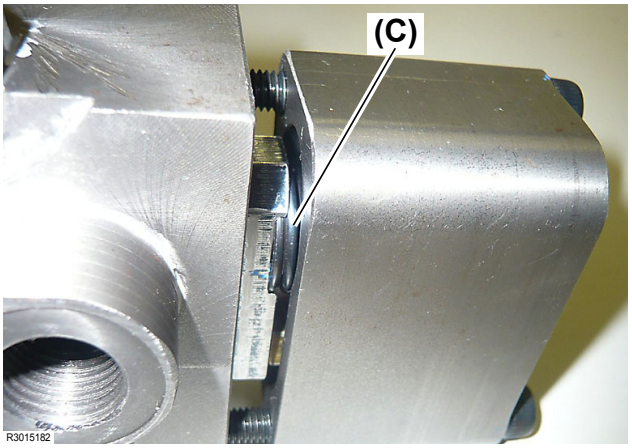

Fig. 12
●The spring (Fig. 12, (C)) has strong force. Therefore, wear safety goggles and gradually disassemble.